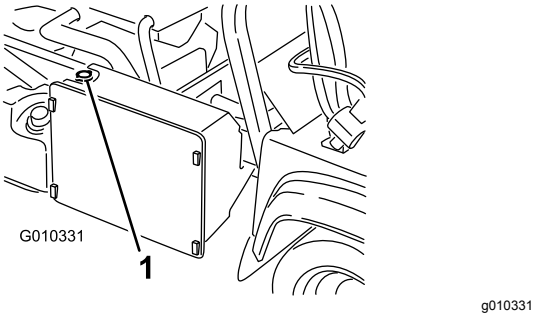

Figur 70
3. Fjern kølerdækslet (Figur 70).
4. Fjern reservetankens dæksel (Figur 70).
7. Fyld køleren helt op, og skru dækslet på (Figur 70).